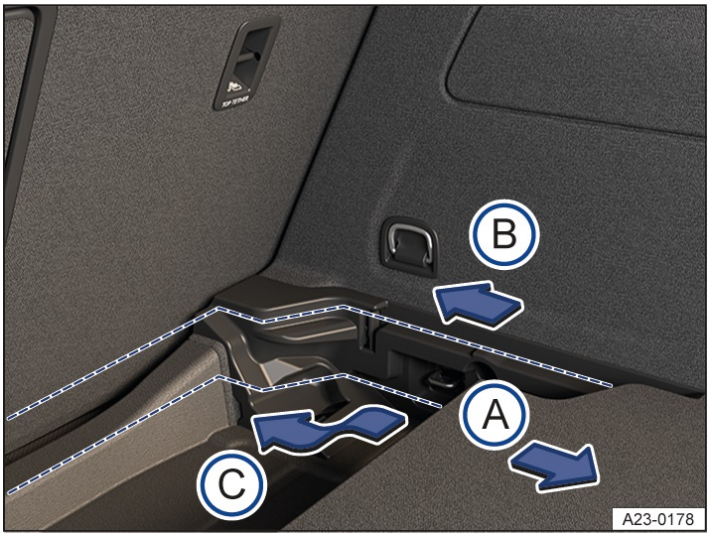

Fig. 1 In the luggage compartment: Adjusting the height of the luggage compartment floor.
2. Lift the luggage compartment floor and pull it backward out of the guides on the sides of the luggage compartment → *fig. 1* (A).
3. Insert the luggage compartment floor into the guides at the desired height and push it forward as far as it will go → *fig. 1* (B) or (C).